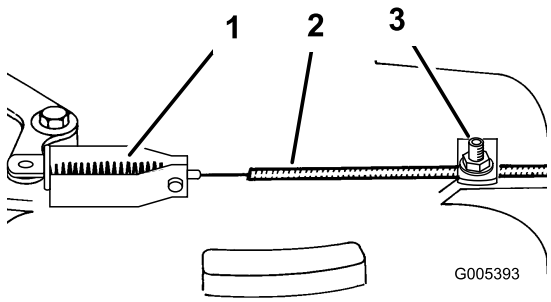

Bild 33
3. Lockern Sie die Kabelklemmenschraube, bis sich der Bremszug verschieben lässt (Bild 33).